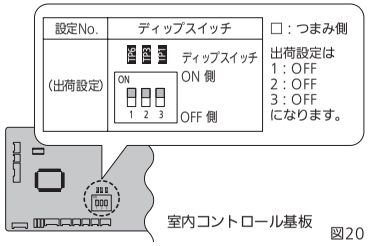

図20
① ご使用の用途、別売品に応じた設定No.を表2で確認してください。
② 電装ボックスのふたを開き、室内コントロール基板を確認してください。（図20）
③ 表2で確認した設定No.に合わせ、室内コントロール基板上にあるディップスイッチを設定変更してください。